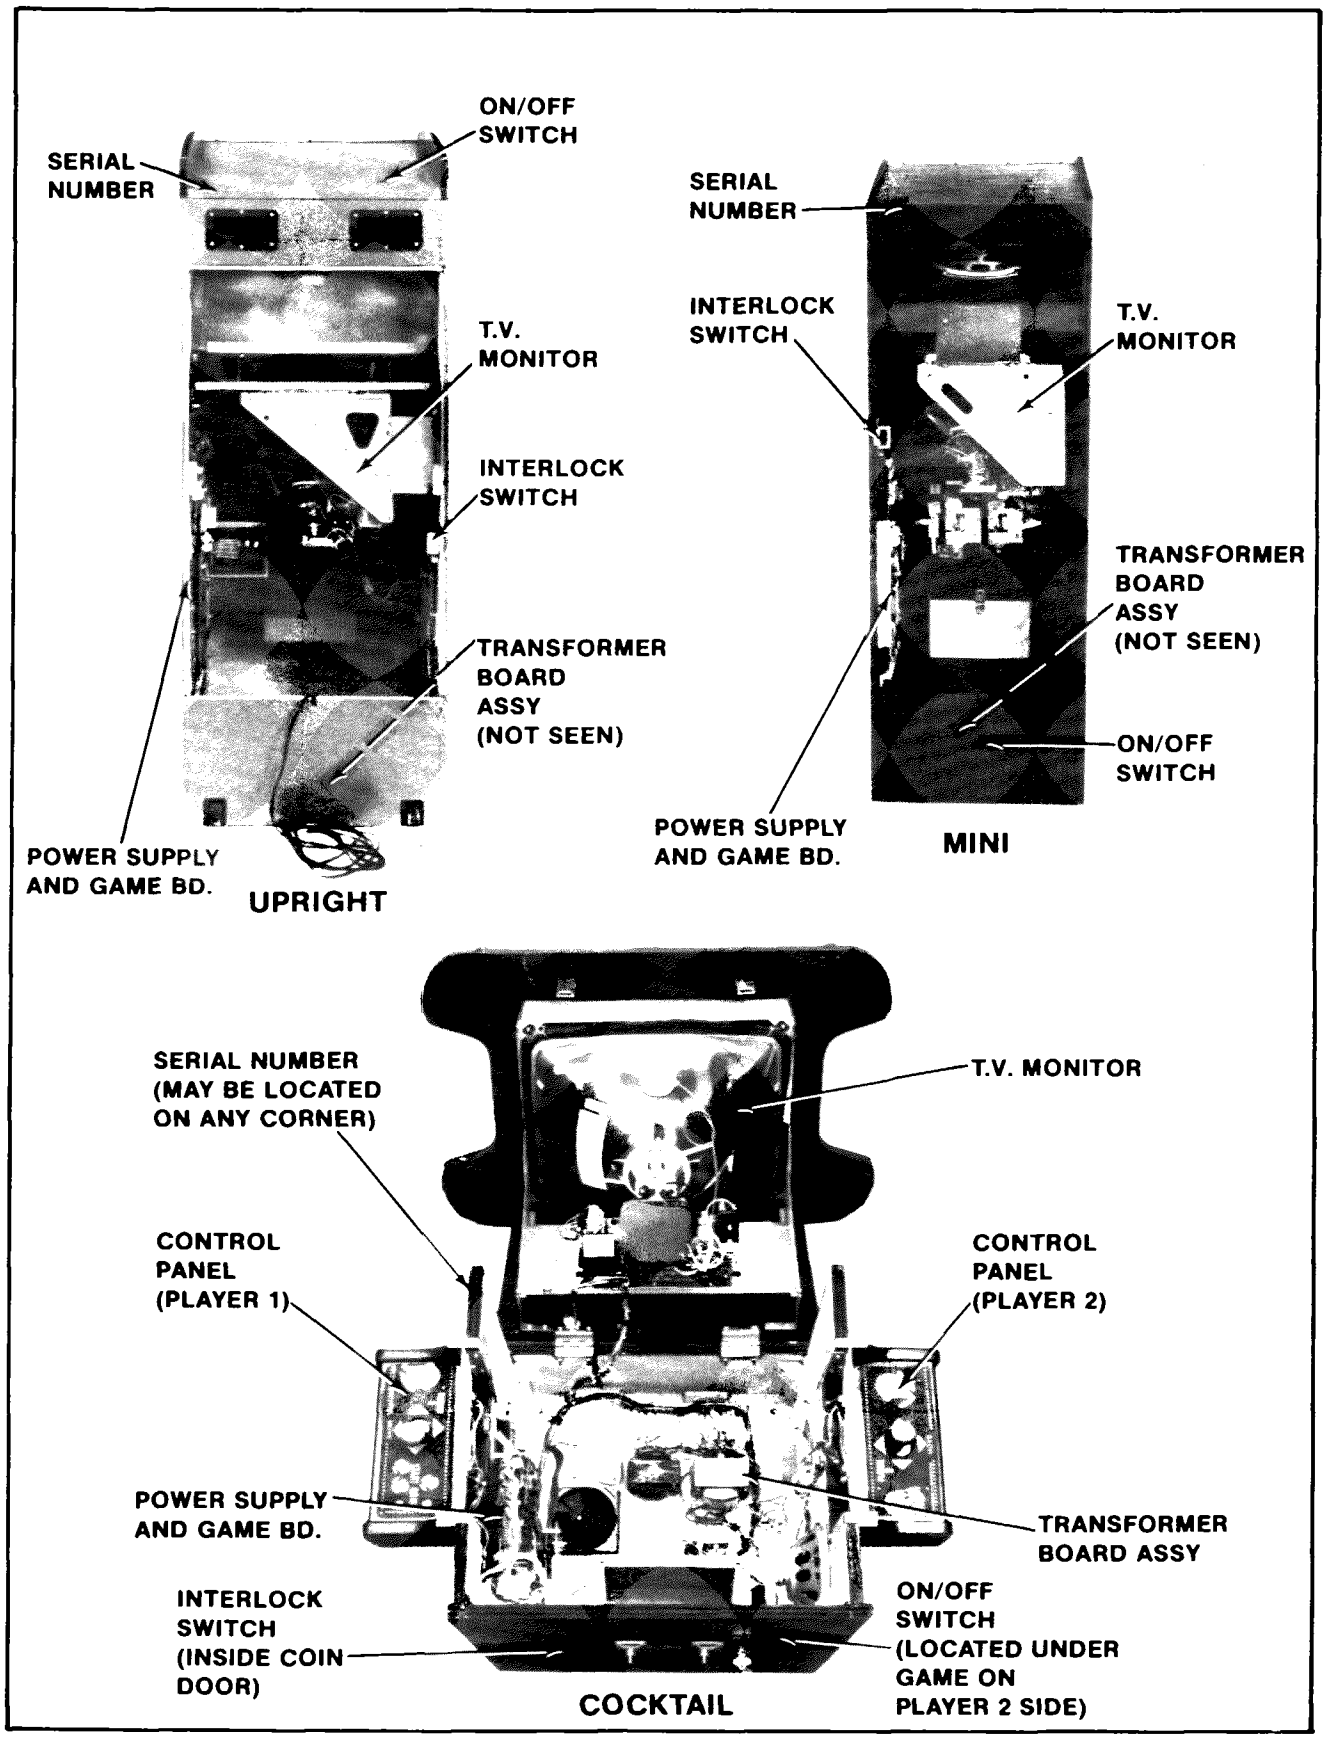

Figure 2 Location of serial number, on/off switch, interlock switch & major sub-assemblies
5. Open the cabinet and inspect the inside of the game for any signs of damage. See Figure 2.
- Make sure all printed circuit boards (P.C.B.'s) are firmly seated in their connectors. See Figure 2. These connectors are also keyed. The P.C.B.'s will only go into them one way without being damaged.
- Note the location of the game's serial number. See Figure 2.
- Check all major subassemblies to be sure they are mounted securely. These are called out in Figures 2 & 3.
3. **Interlock and power ON/OFF switches.** See Figure 2.
The game ON/OFF switches for all models are located as shown in Figure 2. Turn the game on and allow it to warm up a few minutes.